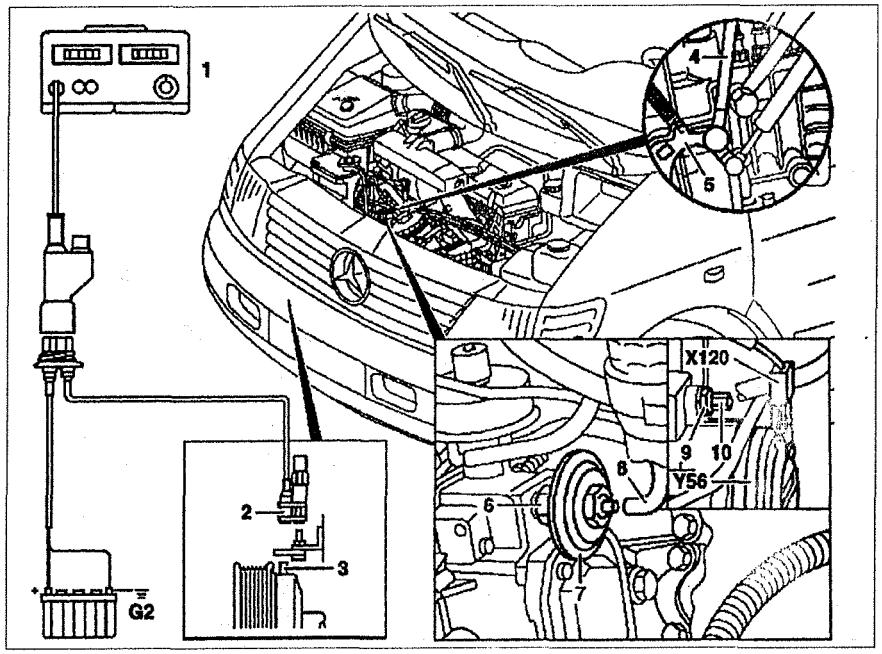

Рис. 4.77. Регулировка начала впрыска топлива:
11. Ослабьте болт **4** в опорном кронштейне **5** (см.рис.4.77).